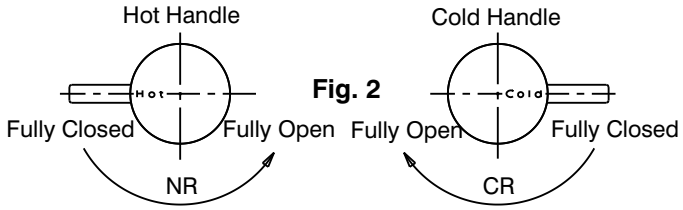

Fig. 2
1) Check that threaded nipple (2) is the correct length, as shown. Cut to length if required ensuring end face is square. Apply thread tape to the thread.
2) Place the cover plate (1) over the threaded nipple (2). Screw the tap body (3) onto the threaded nipple (2) and position as required. DO NOT OVERTIGHTEN.
i) With cartridge spindles in the fully closed position, fit handle insert (6) onto spindle (5) and using the retaining screw (9) as a guide when fitted to handle (8), position handles (8) as shown in Fig.2 before pushing handle (8) fully onto handle insert (6). For small adjustments to handle positions, cartridge can be rotated **slightly** in an anti-clockwise direction until handles are aligned (Fig.2) before tightening locknut (4). Remove handles (8).